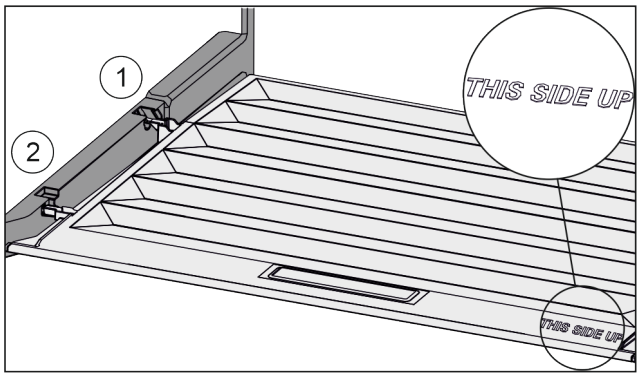

Fig. 69
▶ Insert the lip of the cover over the opening of the rear bracket *Fig. 69 (1)* and click into place *Fig. 69 (2)*.